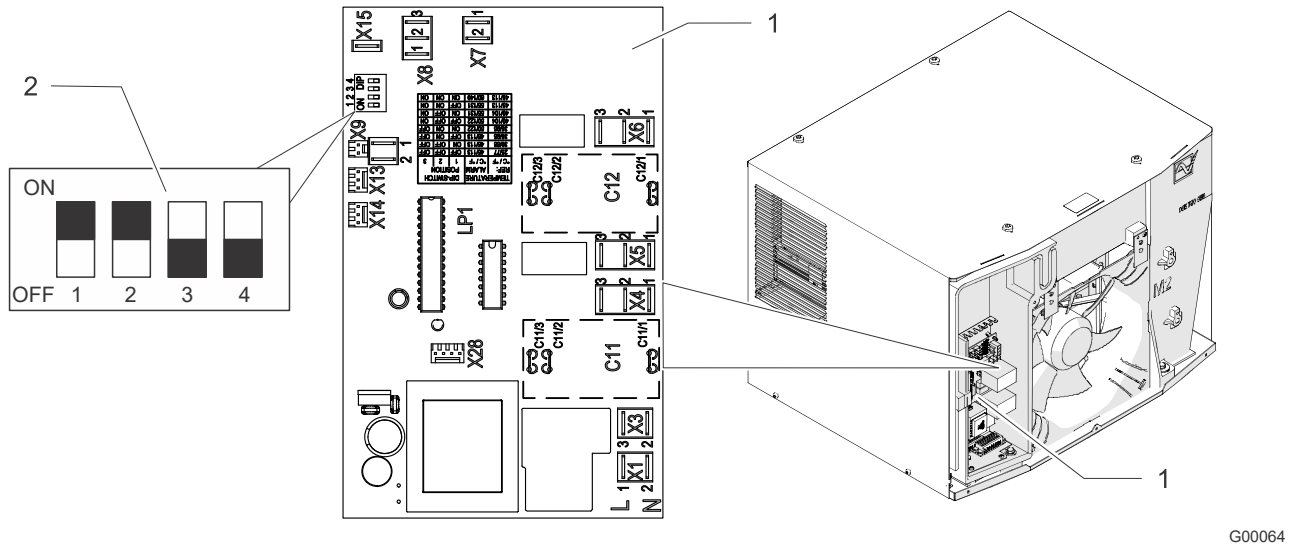

Fig. 21: Impostare il DIP switch
2. Impostare il DIP switch ("Fig. 21", pos. 2) sul controller in base al "Opzioni d'impostazione DIP-switch", Pagina 42.